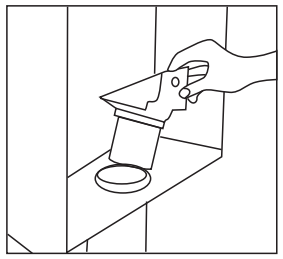

Fig 8
1. Place desired conduit adaptor into conduit (Fig 8).